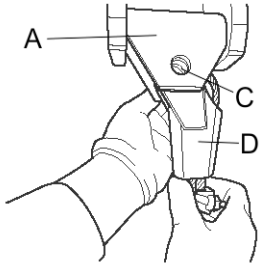

Figure 6-10
5) Pull the Rope Anchorage Shaft (C) out of the Rope Anchorage Assembly (A). Then pull the Terminal (D) out of the Rope Anchorage Assembly (A) as shown in **Figure 6-10.**